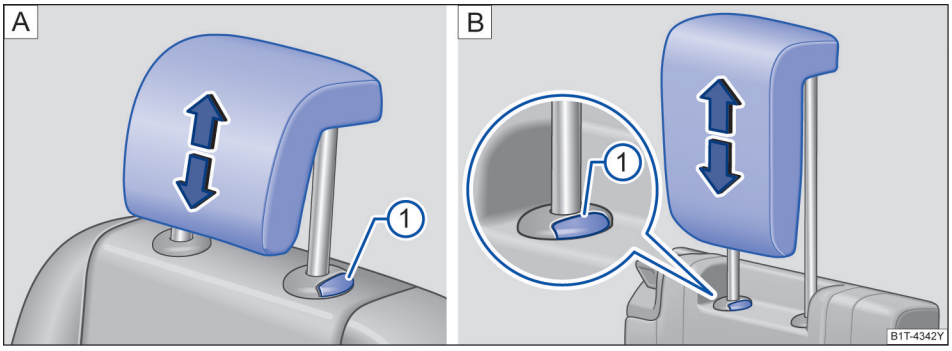

图 88 A 调节第二排座椅头枕 B 调节第三排座椅头枕
– 按住按钮→ 图 88①，同时沿箭头方向上推或下压头枕即可将头枕调整至合适高度→ ⚠。